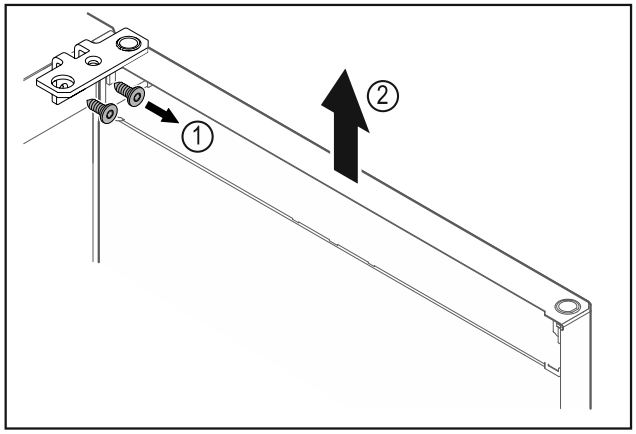

Fig. 5
- ▶ Deșurubați *Fig. 5 (1)* colțarul balamalei.
- ▶ Ridicați ușa inclusiv colțarul balamalei *Fig. 5 (2)* aproximativ 200 mm drept în sus și detașați-o.